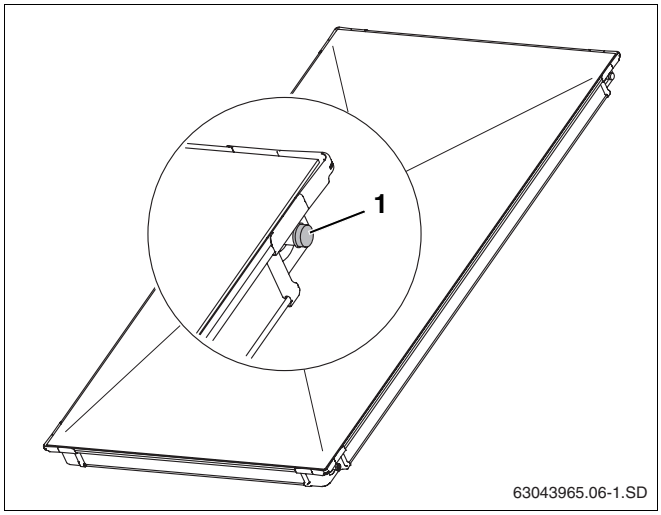

Afb. 6 Kunststof afdekkapjes op de collectoraansluitingen
- Verwijder de kunststof afdekkapjes (afb. 6, **pos. 1**) pas net voor de montage.